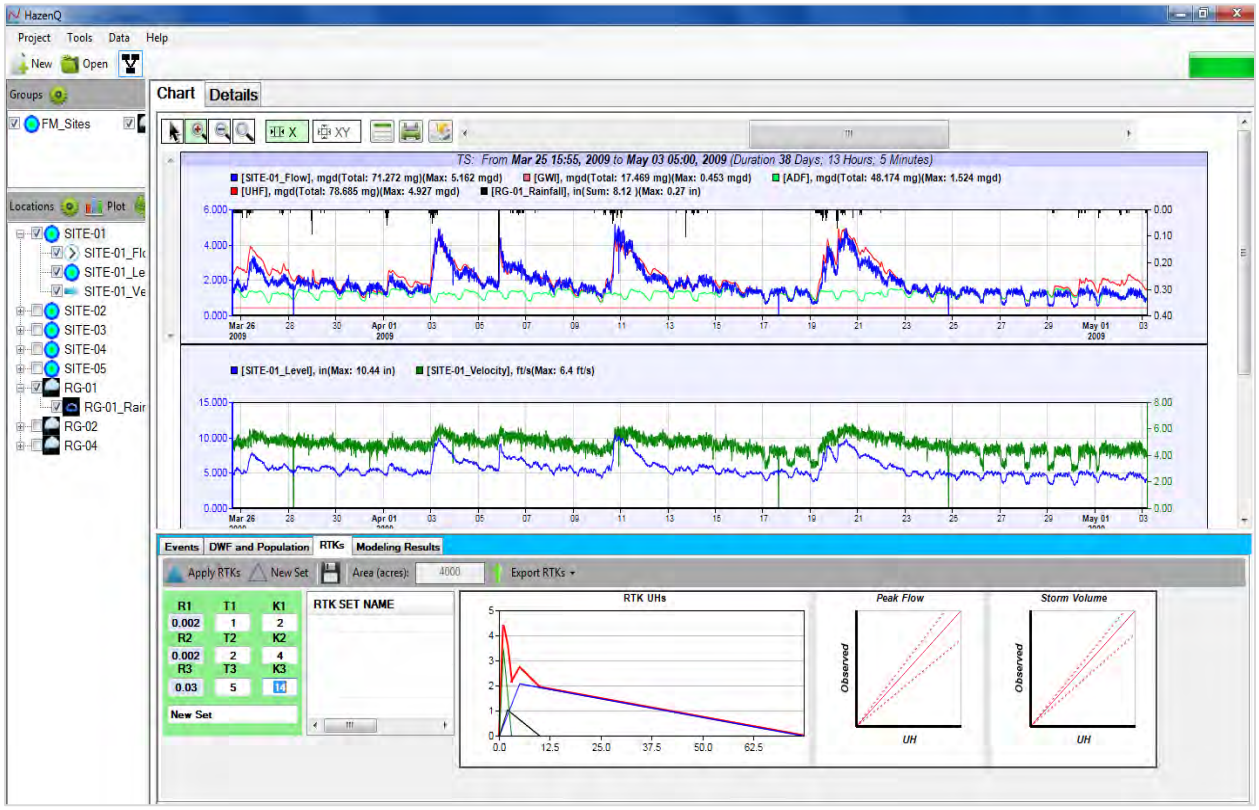

**Figure 7.HazenQ RTK Generator**
**Figure 7** is a screen capture that shows the unit hydrograph generator. The red line represents the unit hydrograph model matched against the blue flowmeter data, and the values on the bottom left show the R values for fast (R1), medium (R2) and slow I/I (R3). This information is much more useful than just static R values, which is a total volume metric and does not directly measure impacts on peak flows. Using the unit hydrograph allowed Hazen and Sawyer to better understand and predict mini-basins that contribute more to peak flows that may result in recurrent SSOs.